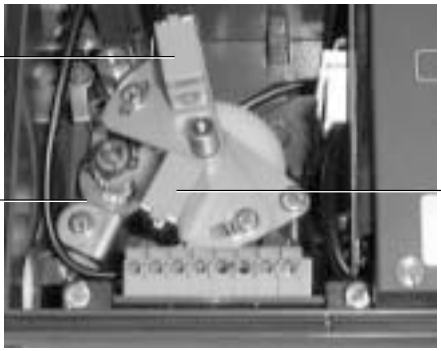

Fig. 9b
2.3.9 Secure the **PF2** switch connector wire behind the potentiometer mounting bracket (refer to Fig. 9b).